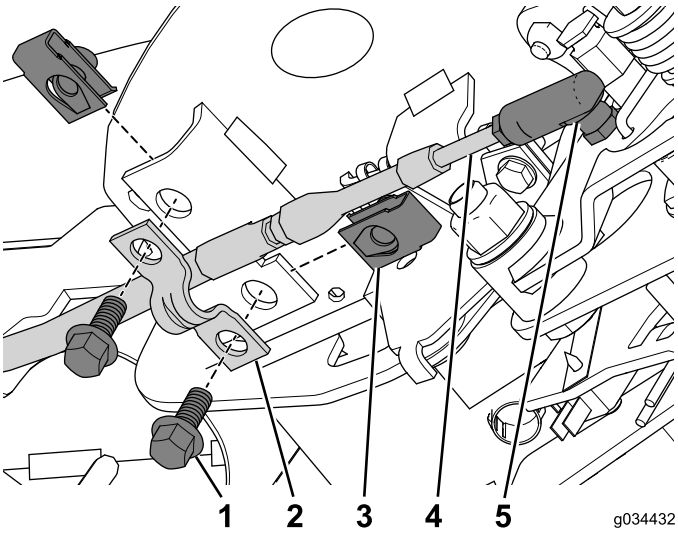

Figur 25
3. Tilslut det neutrale låsekabel til kabelforbindelsen (Figur 25).
4. Monter holdermøtrikken på konsollen (Figur 25).
5. Brug de 2 bolte (1/4 x 5/8 tomme) til at fastgøre kablet med kabelklemmen til konsollen (Figur 25).